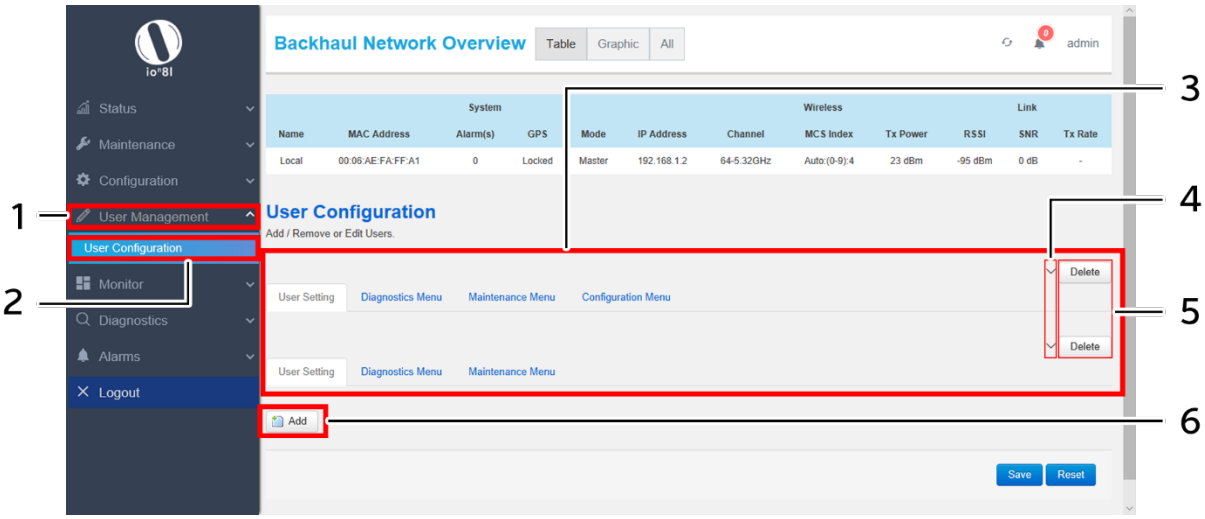

Figure 54: Basic overview of user configuration screen
Refer "Figure 54: Basic overview of user configuration screen" and click on "Add" option (6). A basic overview of the user management screen to add a new user with managed access to diagnostics, maintenance, and configuration screens is given below: